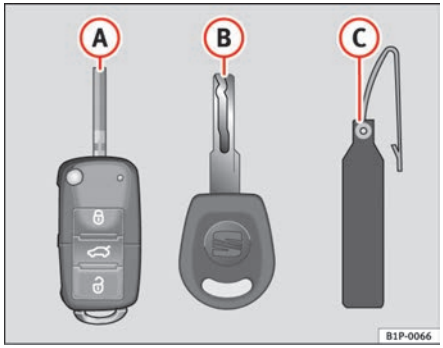

Fig. 63 Set of keys
- one remote control key ⇒ fig. 63 (A) with folding key bit,
- one key without remote control (B),
- one plastic key tab (C) with the key number.
Duplicate keys are only issued with the key number on the key tab ⇒ fig. 63 (B). Therefore:
– Use both keys that have been delivered with the vehicle ⇒ page 99, fig. 63, the key fitted with the remote control (A) and the normal key (B).